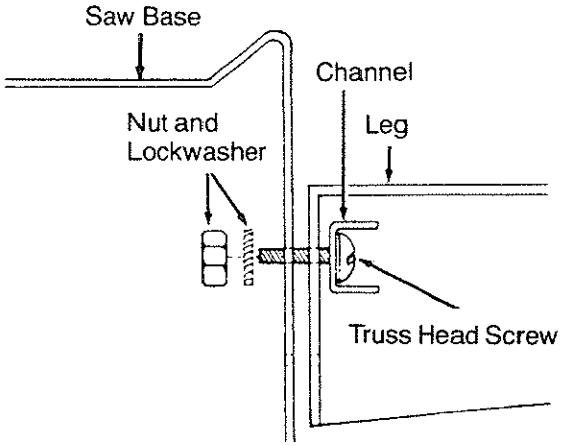

Fig. 23B
5. Position the front *channel piece* inside the *legset.* (Figure 23B) Fasten the *channel piece, leg,* and *saw* together with two *truss head bolts* on each side. Put a *lockwasher* and *hex nut* on each bolt. The threaded section of the bolt should point towards the *arm assembly.*